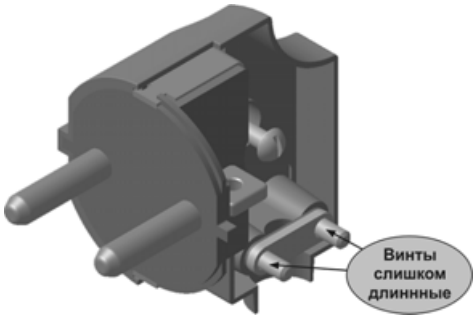

Рис. 7.60
- Подтвердите создание компонента щелчком на кнопке **Создать объект** ↵ — винт размещен в модели (рис. 7.60).